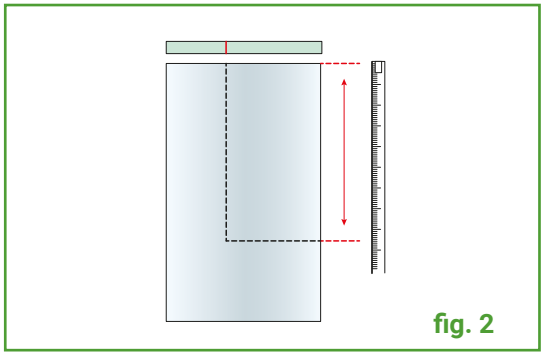

fig. 2
- En utilisant ces deux mesures, tracer et découper le matériau isolant (**fig. 2**)